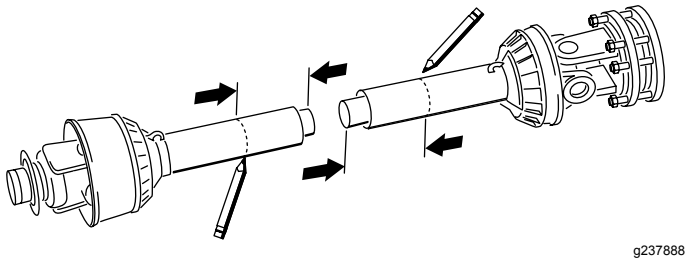
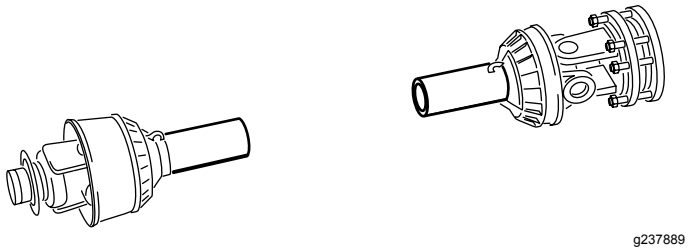

Figur 18
Figur 19
13. Använd måtten som du räknade ut i steg 8 för att hitta, märka ut och kapa av skyddet och röret från varje halva av kraftuttaget (Figur 18 och Figur 19).